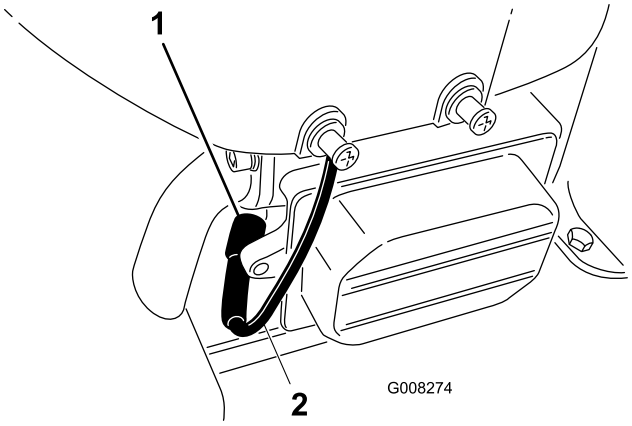

Figur 25
6. Kobl tændrørskablet fra tændrøret (Figur 25).
8. Fjern tændrøret og metalskiven (Figur 25).
3. Sæt tændrørskablet på tændrøret (Figur 25).